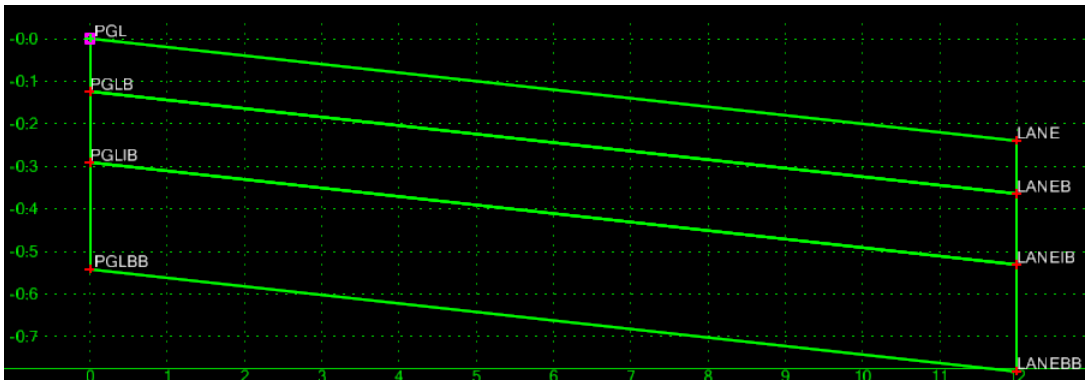

Figure L7-34 Create Template Grid
• Verify point **LANEBB** and the constraints were applied as shown in *Figure L7-34*.